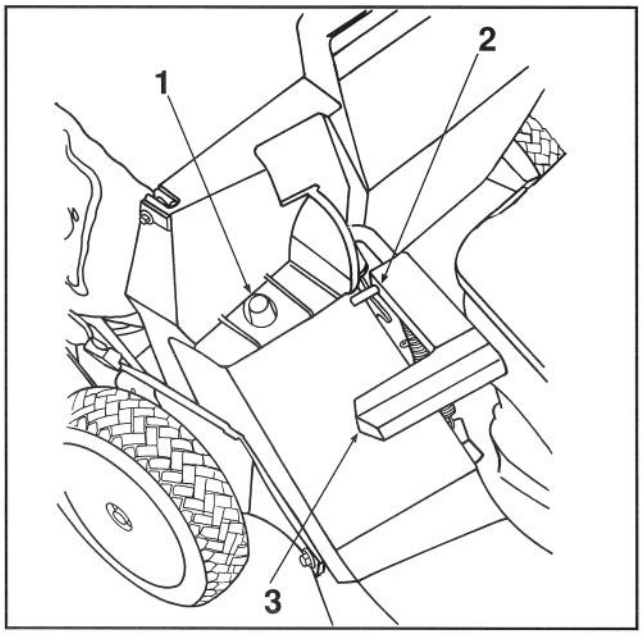

Abb. 14
2. Sicherstellen, daß der Griff der Auswurftür ganz nach vorne gezogen ist, und daß der Stift in die Klinke eingeschnappt ist (Abb. 14).
3. MONTAGE DES SACKS – Das Loch im Sackgestell über den Stift auf dem Mähergehäuse schieben (Abb. 14). Setzen Sie den hinteren Teil des Sackgestells auf den unteren Holm.
5. ENTLEERUNG DES SACKS- Den Motor abstellen und warten, bis alle Teile stillstehen. Bewegen Sie den Griff der Auswurftür nach oben und schieben Sie ihn nach vorwärts, damit der Schließstift einrasten kann (Abb. 14). Nehmen Sie die Griffe vorne und hinten auf dem Sack in die Hand und heben Sie den Sack vom Mäher. Behutsam den Sack nach vorne kippen, um das Geschnittene auszuleeren.